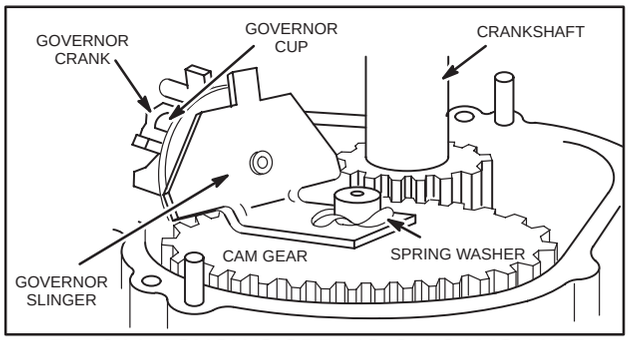

Fig. 344 – SHOWS SPRING ON CAMSHAFT AFTER GOVERNOR IS INSTALLED. MODELS 100900 AND 130700, 130900, 131900, ONLY.
1. On vertical crankshaft models the governor is part of the oil slinger and is installed as shown in Fig. 344.
NOTE: Models 100900, 130700, 130900, 131900, use spring washer as shown in Fig. 344.